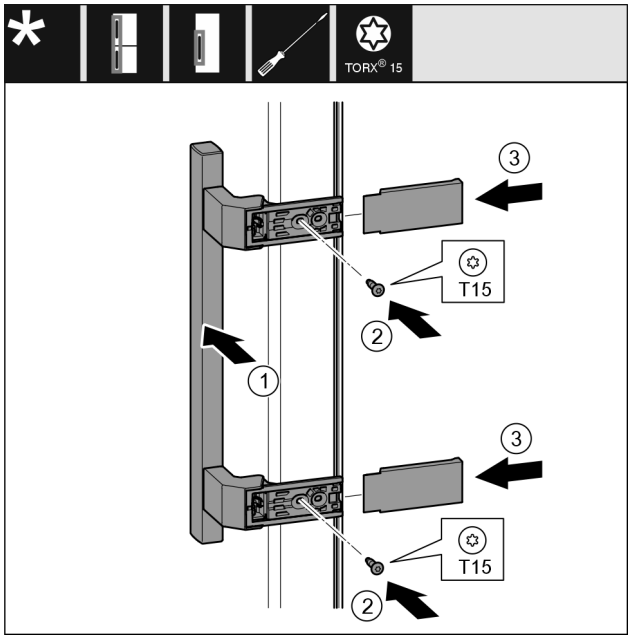

Fig. 28
- ▶ Place the handle *Fig. 28 (1)* on the opposite side.
- ▶ Tighten screws *Fig. 28 (2)* with screwdriver.
- ▶ Place the covers *Fig. 28 (3)* on the side and push them on.